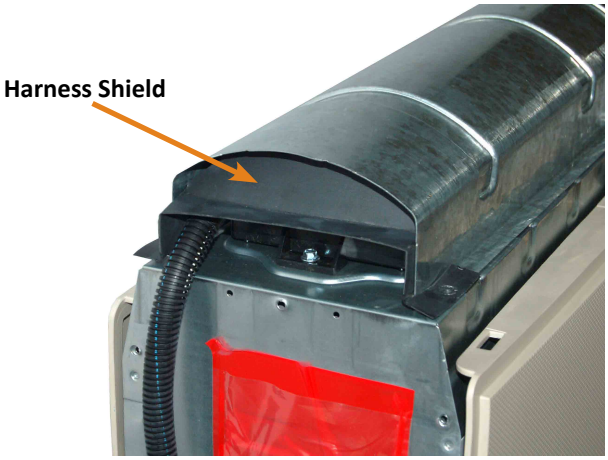

Figure 4
5. Remove harness shield from back of the control housing (see Figure 4).